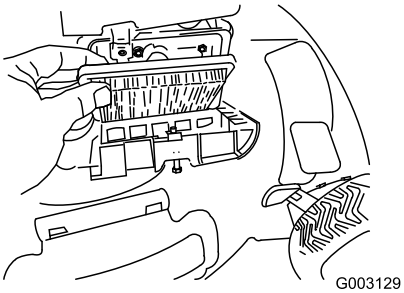

Figur 33
3. Skift ut luftfilteret (Figur 33).